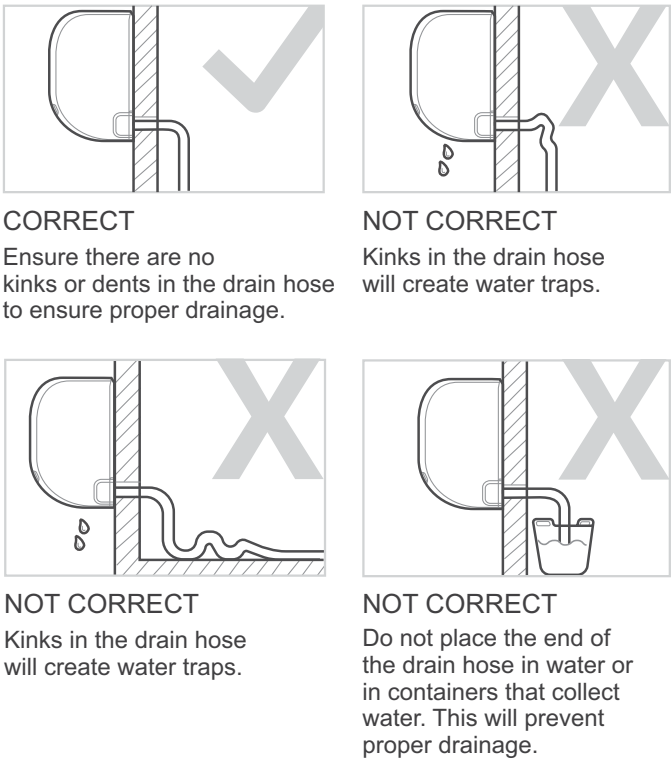

**Fig. 23 — Arrange the Drain**
**NOTE: Make sure to arrange the drain hose according to illustrations in Figure 23.**